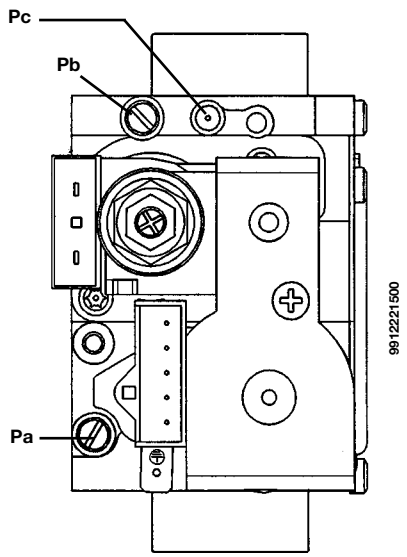

Figure 13
- relier la prise de pression positive d'un manomètre différentiel, de préférence à eau, à la prise de pression (Pb) du raccord gaz (figure 13). Relier, pour les modèles à chambre étanche, la prise négative du manomètre à un "T" spécifique permettant de relier ensemble la prise d'équilibrage de pression de la chaudière, la prise d'équilibrage de pression de la vanne gaz (Pc) et le manomètre lui-même. (Une mesure équivalente peut être effectuée en reliant le manomètre à la prise de pression (Pb) et sans le panneau de façade de la chambre étanche);
- s'assurer que la pression d'alimentation de la chaudière, mesurée au niveau de la prise de pression (Pa) de la vanne gaz (figure 13) soit correcte (**37 mbar** pour gaz propane, **20 mbar** pour gaz G20 ou **25 mbar** pour gaz G25).